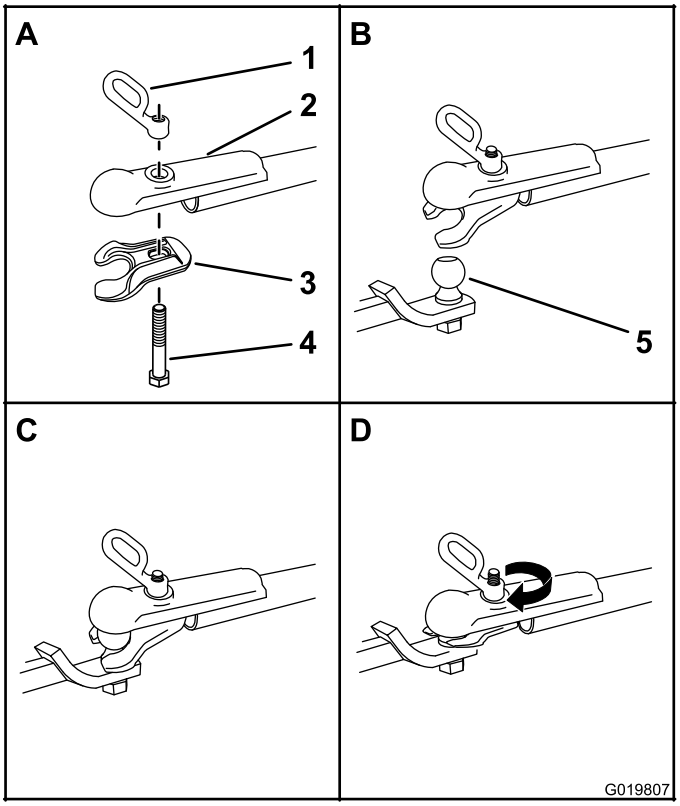

Figura 23
1. Aplique sellador de roscas no permanente a las roscas del perno del acoplamiento para evitar que la manivela del acoplamiento se afloje (Figura 23).
3. Introduzca el perno hacia arriba por la mordaza del acoplamiento y el segmento superior, y conecte la manivela del acoplamiento al perno (Figura 23).
5. Gire la manivela del acoplamiento en sentido horario para enroscarla en el perno hasta que quede firme (Figura 23).